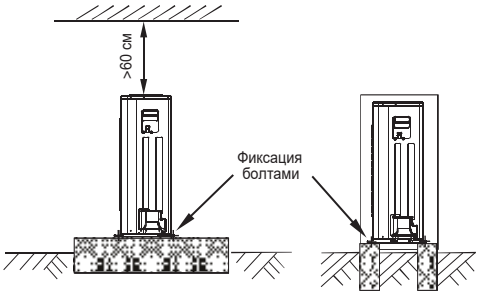

Рис.2.16
- Обеспечьте прочное основание для размещения наружного блока (рис. 2.16).